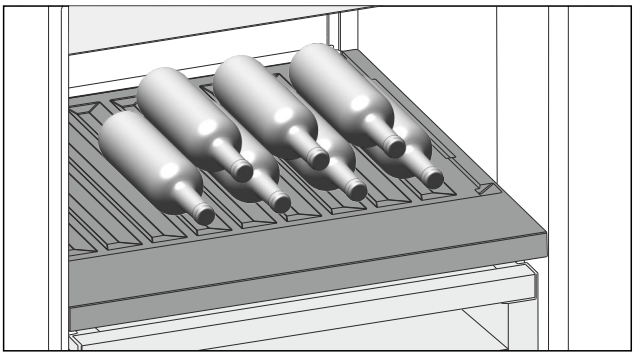

Fig. 153 Ilustrační zobrazení
▶ Láhve ukládejte dnem dozadu k zadní stěně. (viz Fig. 153)